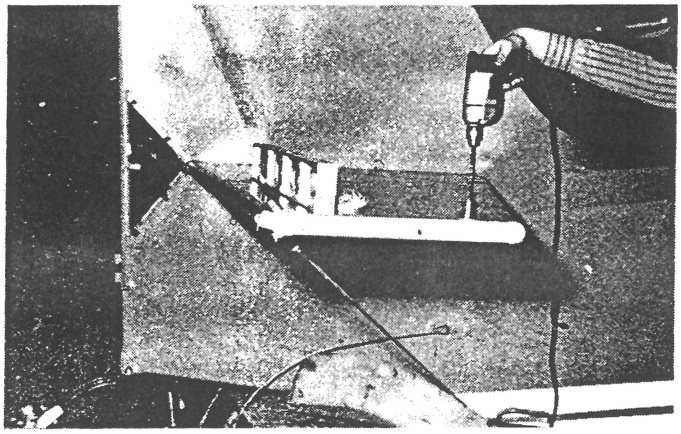

FIGURE 4-10.
4-20. INSTALLATION OF STABILIZERS (Refer to Figure 4-10)
c. Align stabilizers using string along hinges. (Refer to Figure 4-10)